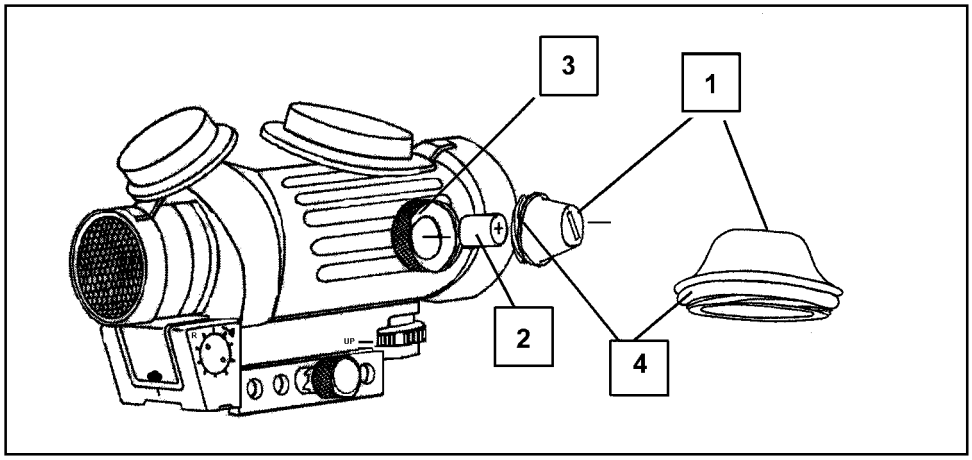

Figure G-36. Installing and checking batteries.
b. Insert battery (2) with positive (+) end to cap (Figure G-36).